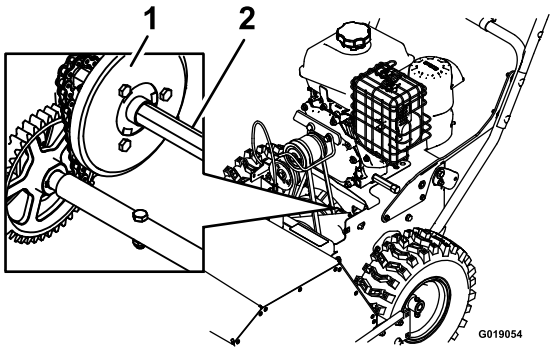

Figuur 21
4. Smeer de zeshoekige as licht met motorolie, gebruik hierbij een schone, lange en dunne kwast (Figuur 21).
Belangrijk: Voorkom dat er olie op het rubberwiel of de aluminium aandrijfplaat komt omdat de aandrijving anders zal slippen (Figuur 21).